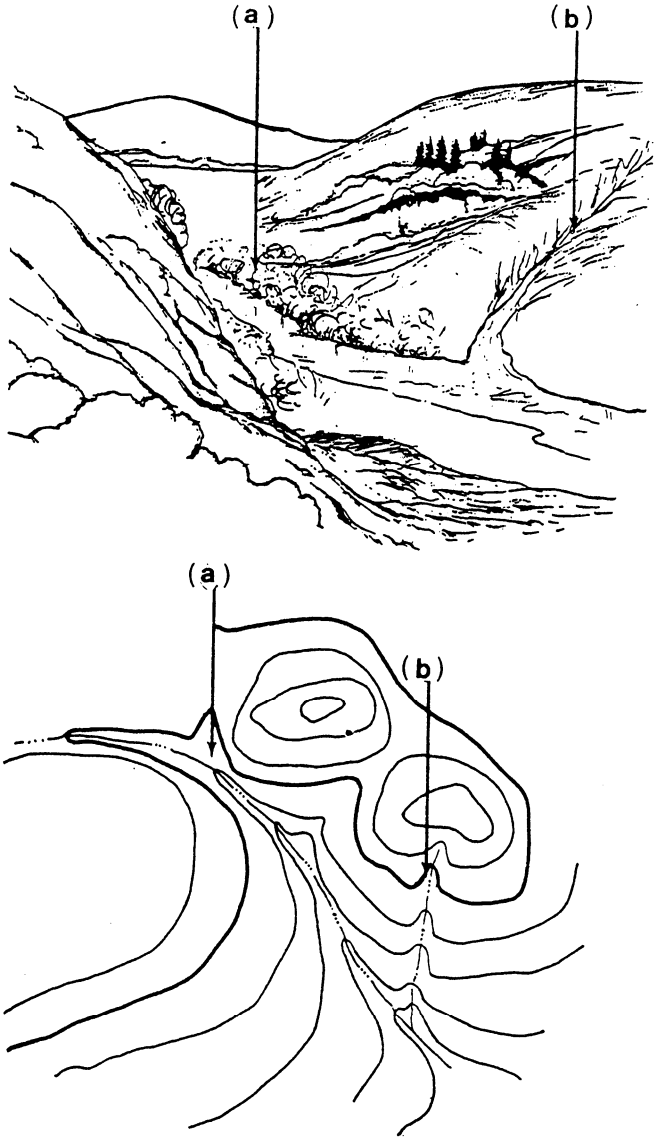

Figure 5-12.—(a) Valley; (b) Draw.
2. VALLEY. A valley is a course of a stream that has at least a limited extent of reasonably level ground bordered on the sides by higher ground. (See fig. 5-12, views A and B, top and bottom.) The valley generally has maneuvering room within its confines. Contours indicating a valley are U-shaped and tend to parallel a major stream before crossing it. The more gradual the fall of a stream, the farther each contour parallels it. The curve of the contour crossing always points upstream.
3. DRAW. A draw is a less developed course of a stream in which there is essentially no level ground and, therefore, little or no maneuvering room within its confines. (See fig. 5-12, views A and B, top and bottom.) The ground slopes upward on each side and toward the head of the draw. Draws occur frequently along the sides of ridges at right angles to the valleys between them. Contours indicating a draw are V-shaped, with the point of the V toward the head of the draw.